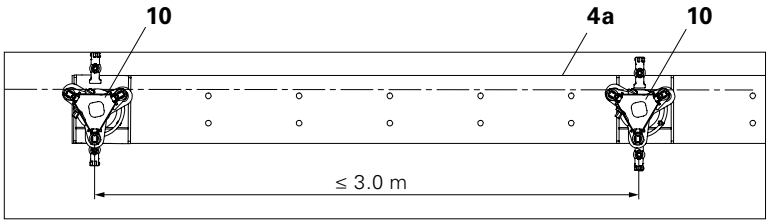

Fig. A3.02c
7. Align the HD Props. (Fig. A3.02c)